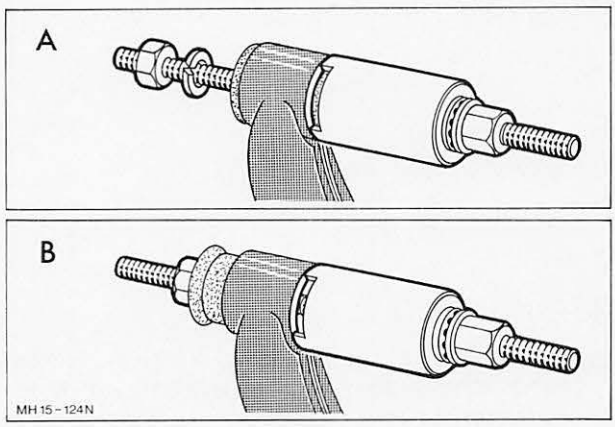

Abb. 170 Innere Gummibüchse – Schräglenker
2. Innere Gummibüchse mit Spezialwerkzeug 15-003-B herausziehen, Abb. 170.
4. Innere Gummibüchse mit einem Gleitmittel einreiben und mit Spezialwerkzeug 15-003-B einpressen, Abb. 170.